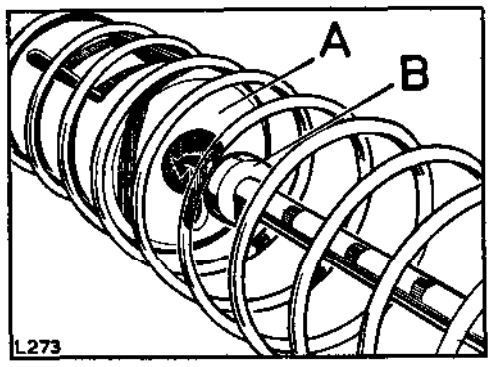

**Fig. H1-44. Valve stem to spring retainer location**
4. Insert the retainer into the spring and compress until the stem passes through the keyhole and is engaged in the centre. See Fig. H1-44.